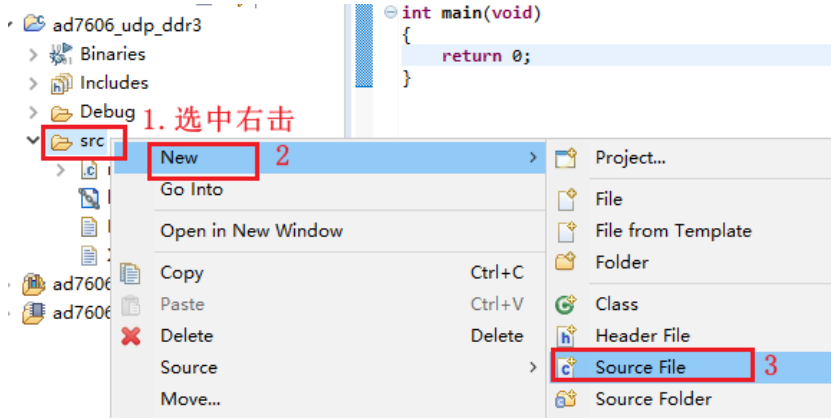
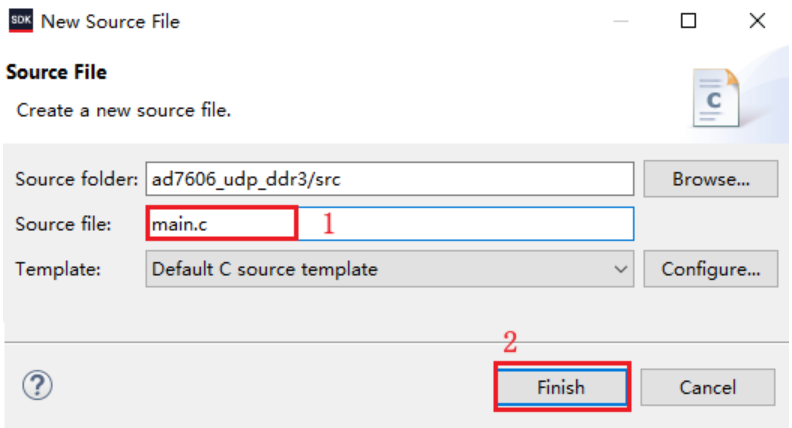

图 1-26 新建源文件
图 1-27 给源文件命名
4. src 文件夹下，新建一个源文件，如下图 1-26 所示，然后在弹出的界面中给文件命名为 main.c，如下图 1-27 所示。